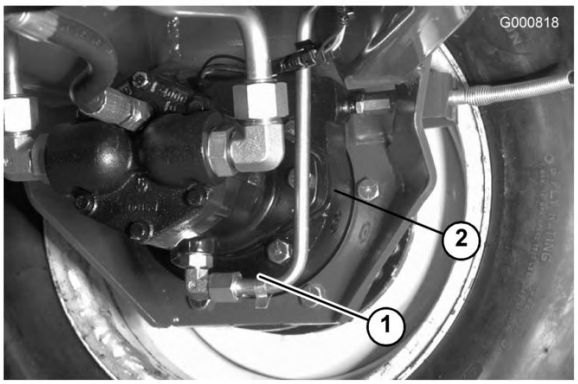

Bild 53
2. Entfernen Sie die Schraube (Bild 52) vom Planetengetriebe und die Prüfschraube an der Rückseite der Bremse (Bild 53).